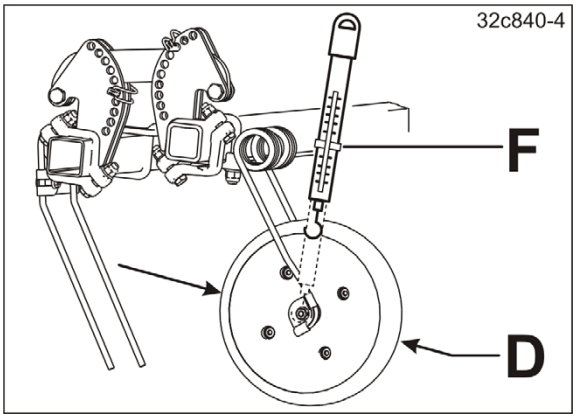

Fig. 144
6. Den Rollenandruck, z.B. mit einer Federwaage (siehe Fig. 144) prüfen.